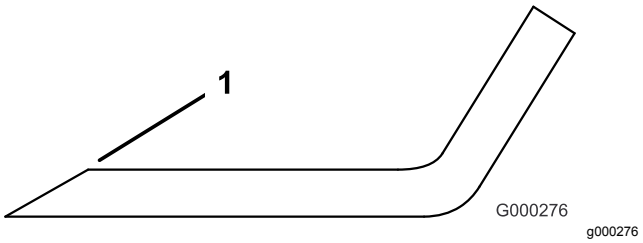

Figuur 80
4. Inspecteer de snijranden van alle messen. Slijp de snijranden als deze bot zijn of bramen vertonen. Slijp alleen de bovenkant van de snijrand en zorg dat de oorspronkelijke snijhoek behouden blijft (Figuur 80). Het mes blijft in balans als u van beide snijranden dezelfde hoeveelheid metaal verwijdert.